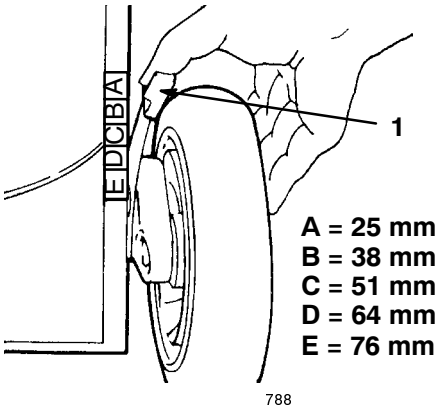

Bild 18
4. Drücken Sie den Höheneinstellhebel in Richtung des Rades und bewegen ihn auf den gewünschten Buchstaben am Schneidwerk (Bild 18).